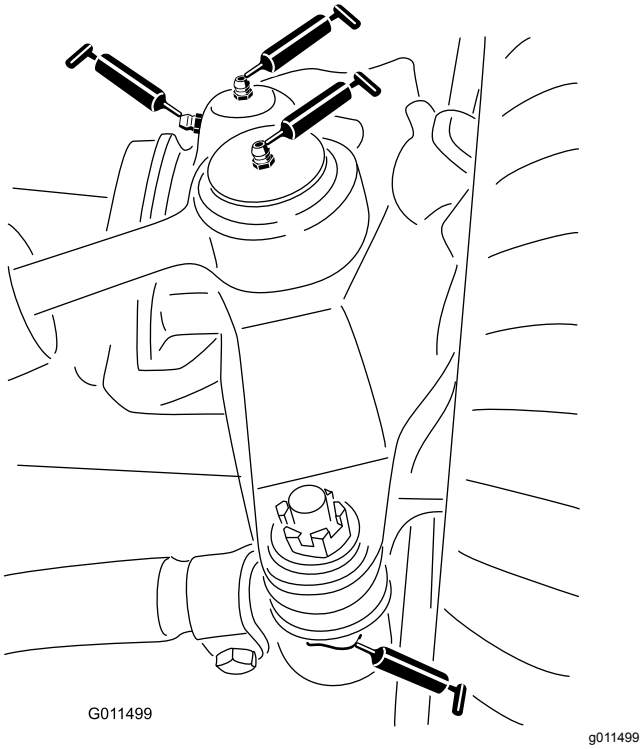

Figuur 66
- 2 kogelverbindingen van de stuurcilinder (Figuur 66)
- 2 kogelverbindingen van de trekstang (Figuur 66)
- 2 lagerbussen van de koppelpen (Figuur 66). **De bovenste nippel op de koppelpen hoeft slechts één keer per jaar te worden gesmeerd (twee keer pompen).**